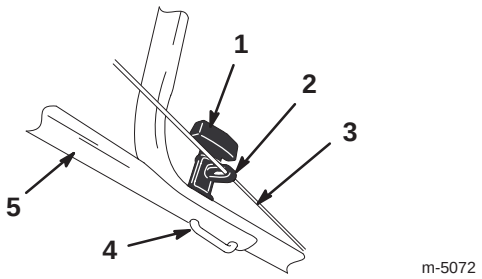

Figur 3
5. Kontrollera att vajerstyrningen är i det läge som visas i figur 3.